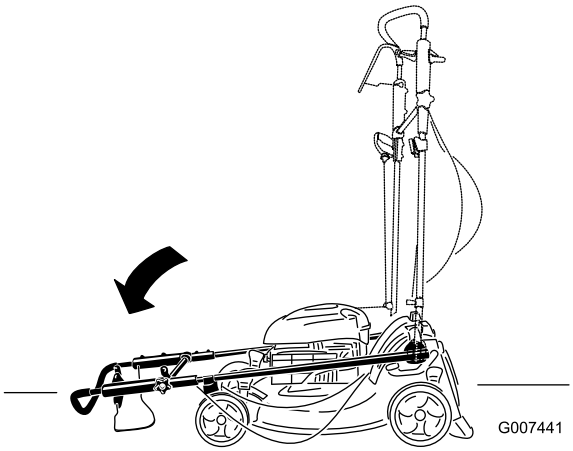

Figur 49
2. Skyv håndtaket hele veien fremover, og løsne øvre håndtaksknott (Figur 49).